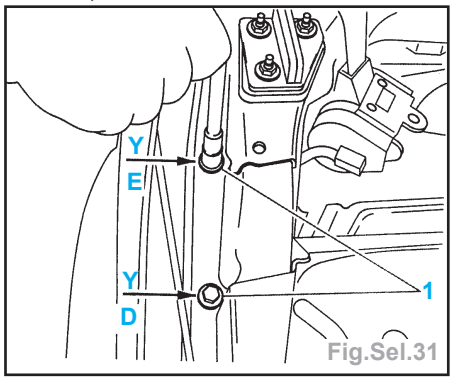

Fig.Sel.31
- Desserrer les fixations sup. (1), pousser l'ensemble (lève-glace et glace) vers l'intérieur et resserrer les fixations) (Fig. Sel.31).
- Baisser la glace et serrer d'1/4 de tour les vis (1) et s'assurer du coulissement en Y (Fig.Sel.31).
- Baisser la glace et resserrer les fixations (1) en commençant par D et ensuite E (Fig.Sel.31).
- Déposer les fixations (1) (Fig.Sel.31).